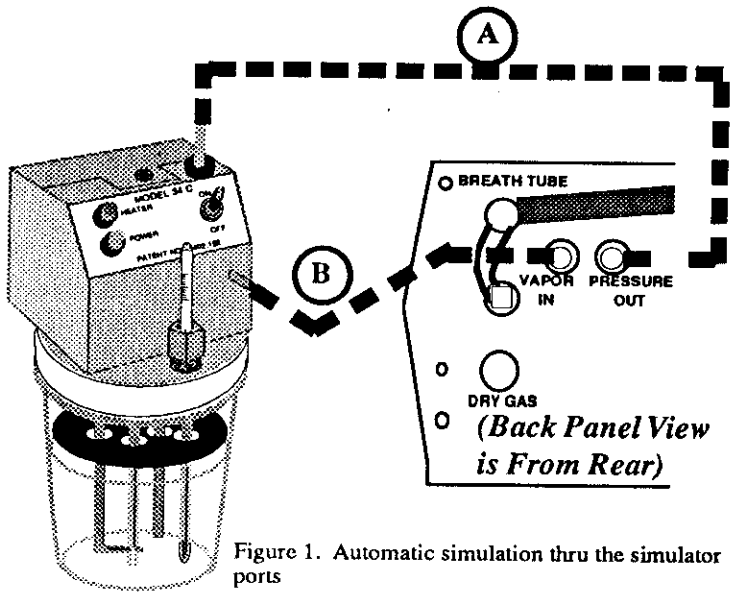
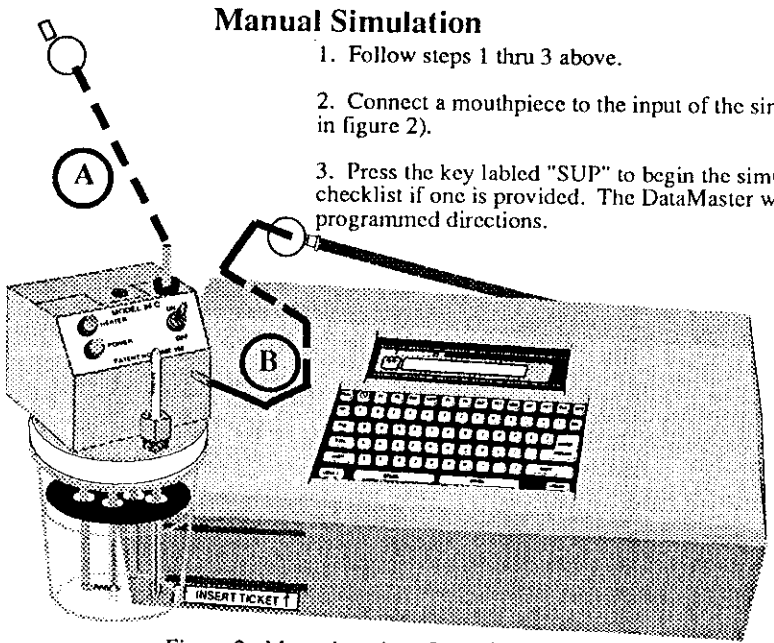

Figure 1. Automatic simulation thru the simulator ports
Figure 2. Manual or short form simulation thru the breath tube
The use of a water and ethanol solution of specified proportions and at an exact operating temperature is used, and in most state, required by state rules, as means of certifying the correct operation of a breath test instrument. Your DataMaster allows for two modes of simulation, Automatic (figure 1) and Manual (figure 2). In both methods it is imperative that the tubing be correctly connected to the DataMaster. *If the tubing is reversed, the solution will be introduced into the sample chamber and can result in permanent damage to the instrument requiring major repairs.* In the event this happens, it is imperative that the problem be corrected immediately. Allowing the solution to remain in the sample cell for longer than several hours will cause damage. *See the "Emergency" note on the Page entitled "Tubing Diagram" for instructions.*
4. Connect the "Pressure Out" port of the Data-Master to the input of the simulator ("A" in figure 1, above). Connect the "Vapor In" port of the DataMaster to the output of the simulator ("B" in figure 1, above). ***Keep all tubing lengths as short as possible.***
2. Connect a mouthpiece to the input of the simulator using a short length of 1/4 in. plastic tubing ("A" in figure 2).
4. When the display prompt reads "EXTERNAL STANDARD" connect the output of the simulator to the breath tube of the DataMaster, using a mouthpiece as shown ("B" in figure 2). ***Keep all tubing lengths as short as possible.***
5. Blow thru the simulator input ("A" in figure 2) with a moderate breath for about 5 seconds, then taper the breath pressure to a stop. ***Do Not blow hard into the simulator, as the test will be more difficult to complete.***